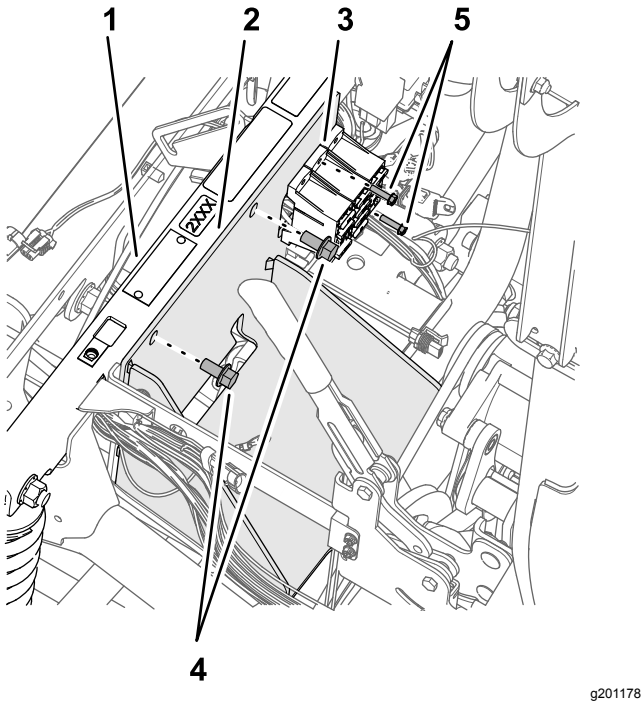

Figuur 174
2. Monteer de accubeugel op de schokbrekerbuis (Figuur 174); gebruik hierbij de 2 flenskopbouten (3/8 x 3/4 inch) die u bewaard hebt in stap 4 van De accu (300 A) en accubeugel verwijderen (bladz. 75).
4. Bevestig de zekeringhouders op de accubeugel (Figuur 174); gebruik de bout (10-24 x 3/4 inch) en moeren (10-24) die u verwijderd hebt in stap 3 van De accu (300 A) en accubeugel verwijderen (bladz. 75).